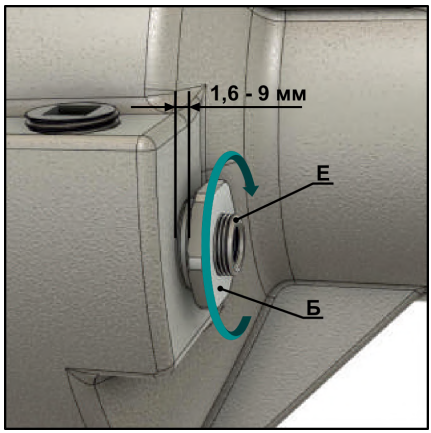

Рис. 21
3.19 Вкрутите направляющую втулку «**Б**» в отверстие заливной пробки так, чтобы шток пневмоцилиндра «**Е**» вошёл во втулку и затяните её гаечным ключом на **27**. (**Рис. 21**)
ПРИМЕЧАНИЕ: Направляющая втулка «**Б**» имеет коническую резьбу, поэтому глубина её погруженпия в картер моста может различаться. Нормальным считается расстояние от торца моста до начала шестигранного венца направляющей втулки в пределах **1,6–9 мм**. (**Рис. 21**)